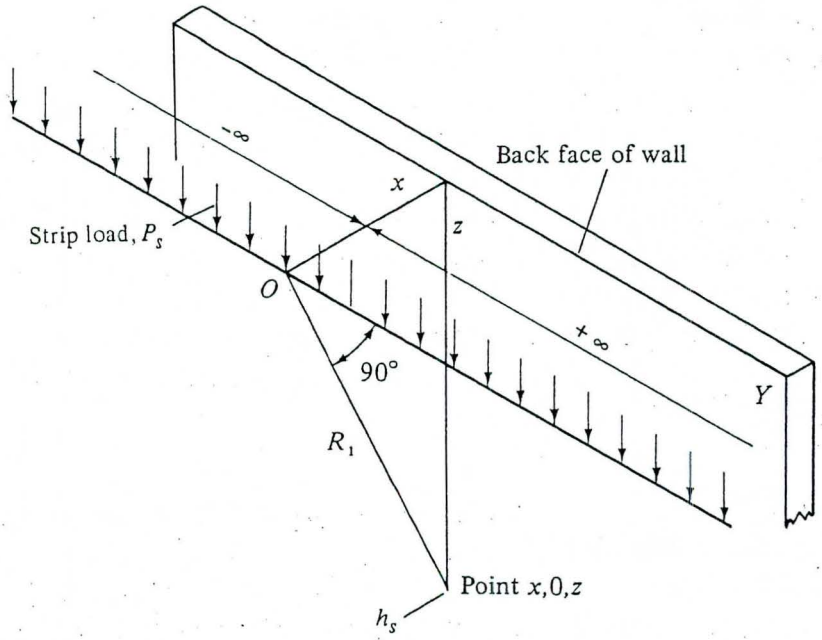

Fig. 22-17. Strip load of infinite length parallel to wall.
22.22. PARALLEL STRIP LOAD OF INFINITE LENGTH. If a parallel strip load is very long, it may be considered to extend from any point on the wall to $+\infty$ and $-\infty$, as illustrated in Fig. 22-17. For this case, the horizontal pressure at the point may be found by the relationship